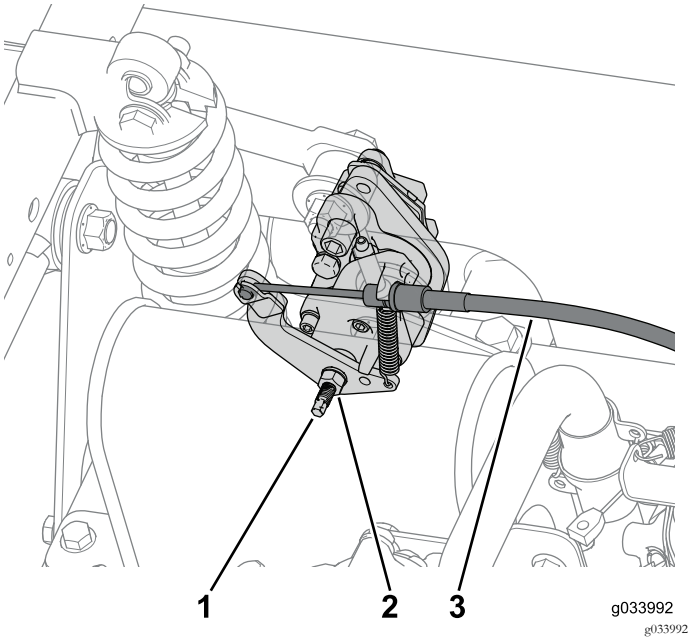

Bild 8
1. Lösen Sie die Klemmmutter und drehen Sie die Einstellschraube an beiden hinteren Bremsbacken dann um zwei Umdrehungen nach links (Bild 8).
2. Schließen Sie den an jeder Bremsbacke angeschlossenen Feststellbremszug ab (Bild 8).